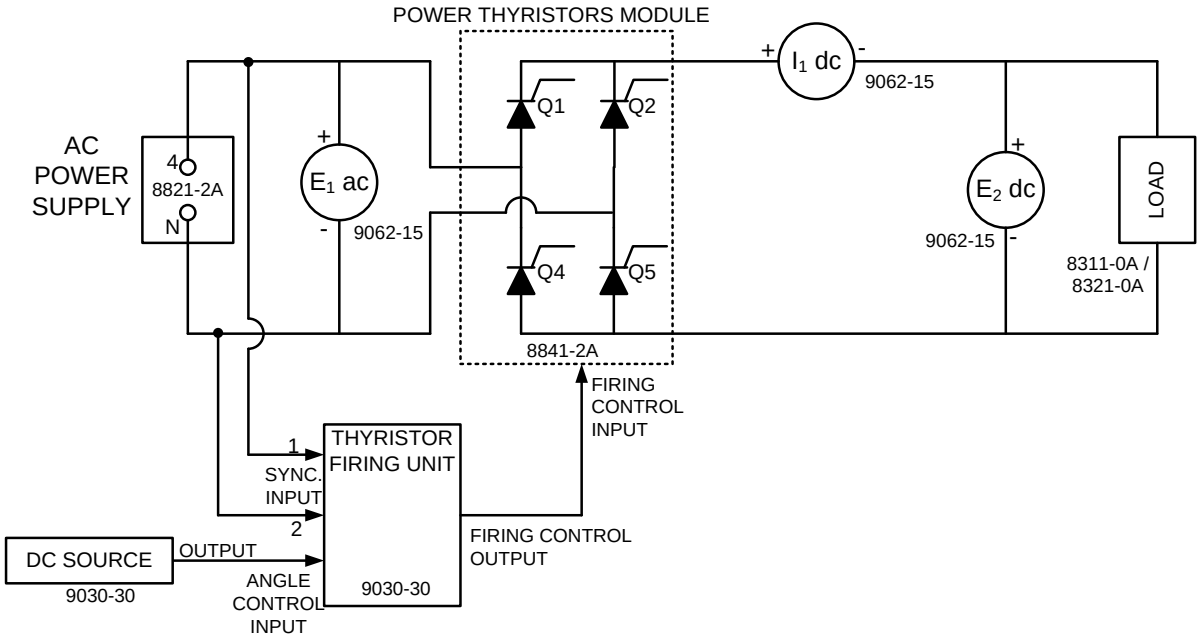

Figure 3
2. Set up the circuit of Figure 3 using the resistive load. *To simplify connecting the thyristors, set both interconnection switches* ***(S_1 & S_2)*** *on the power thyristors module to the* ***1*** *position.*